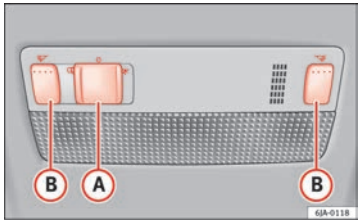

Fig. 60 Interior lighting – version 1
– Move the switch (A) ⇒ Fig. 60 towards the side of the light. The symbol will be displayed.
– Move the switch (A) ⇒ Fig. 60 to the centre position **O**.
– Move the switch (A) ⇒ Fig. 60 to the centre of the light. The symbol will be displayed.
– The reading lights are switched on and off by pressing switch (B) ⇒ Fig. 60.
Where the courtesy light is on (switch (A) ⇒ Fig. 60 in position), the light will come on if: